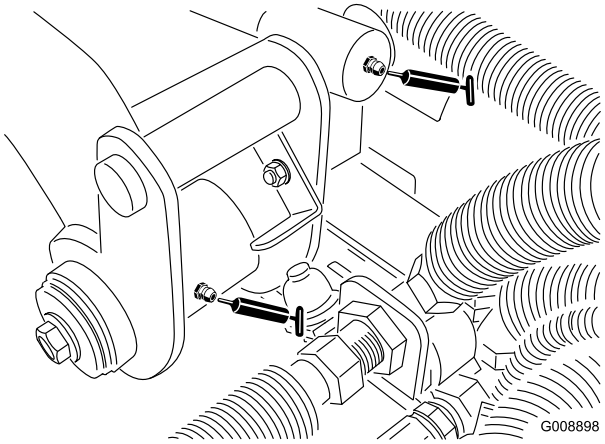

Figur 35
- Bageste løftearms drejetap og løftecylinder (2) (Figur 35)